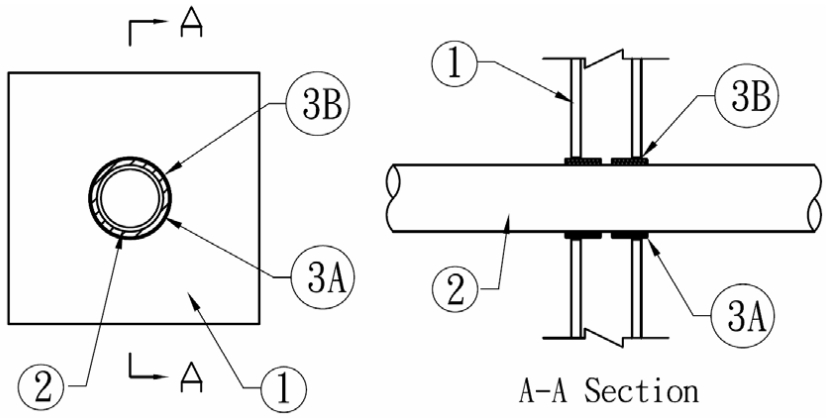

Figure 1. Through Penetration Firestop System
1. **SUPPORTING CONSTRUCTION:** Refer to Figure 1. Opening size shall be 1 in. larger than the OD of the penetrating pipe. Create a round through-opening in a symmetrical, Code-conforming, 1 hour fire-rated wall assembly consisting of the min. construction features of one of the following options:
2. PENETRATING ITEM: Refer to Figure 1 and Table 1. Position a max. 4 in. diameter plastic pipe in the opening made in the Supporting Construction (Item 1). Use any of the following pipe types in Schedule 40 or thinner: ABS, PVC, or RNC. Establish an annular space, per Table 1, between the Penetrating Item and the Supporting Construction (Item 1).
3. FILL, VOID, OR CAVITY MATERIAL: Refer to Figure 1 and Table 1. Apply the following materials as indicated below: